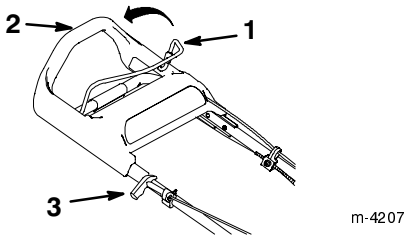

Bild 10
3. Halten Sie die Steuerstange gegen den Handgriff gedrückt (Bild 10).
4. Ziehen Sie leicht am Startergriff, bis Sie einen Widerstand spüren. Ziehen Sie ihn dann kräftig durch (Bild 10). Lassen Sie das Seil langsam zum Griff zurücklaufen.